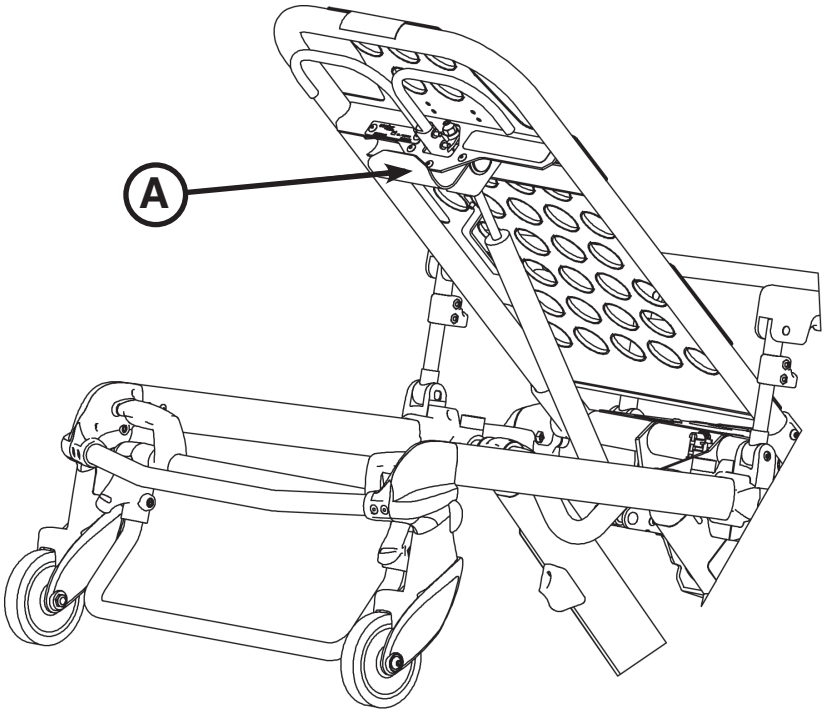

Figure 60
Use the equipment hook (A) (see Figure 60) to hang additional accessories or equipment, such as defibrillators or monitors.